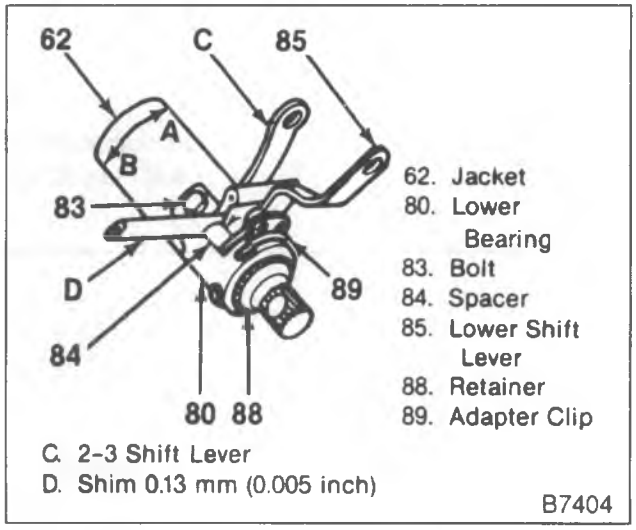

Figure 25 – Lower Bearing Adjustment
Adjust (Figure 25)
- Increase clearance by sliding the clamping screws in the direction of arrow "B" until the first reverse lever is free of drag (figure 25).
- Decrease clearance by sliding the clamping screws in the direction of arrow "A" until a slight drag is felt at the first reverse shift lever (figure 25).